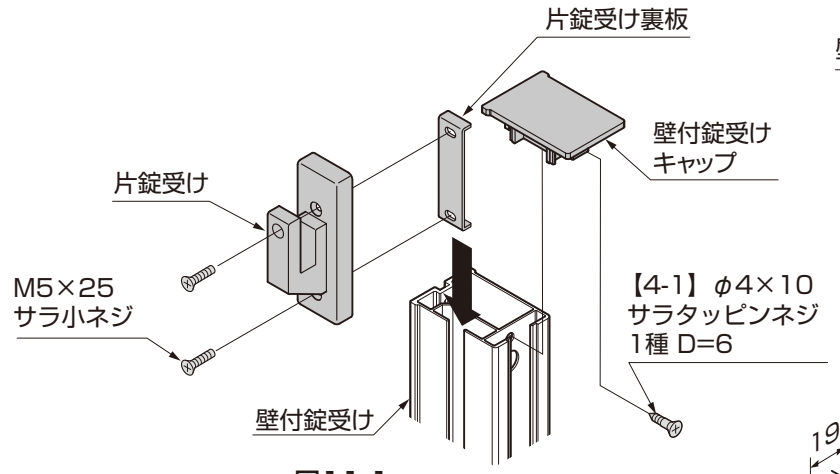
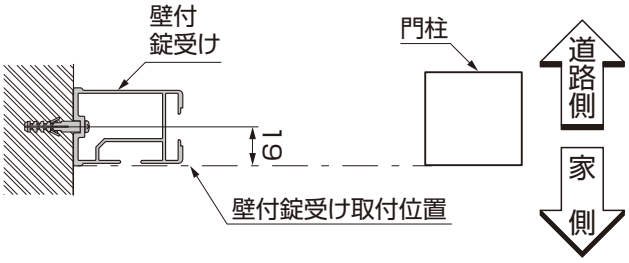

図11-1
図11-3
①片錠受け裏板を壁付け錠受けにスライドさせて片錠受けをM5×25サラ小ネジで取付けてください。(図11-1参照)
②壁付錠受けの上下に壁付錠受けキャップを【4-1】で取付けてください。
③壁面が垂直かつ、平たんであることを確認してください。
④図11-3を参照し、取付位置を確認してください。